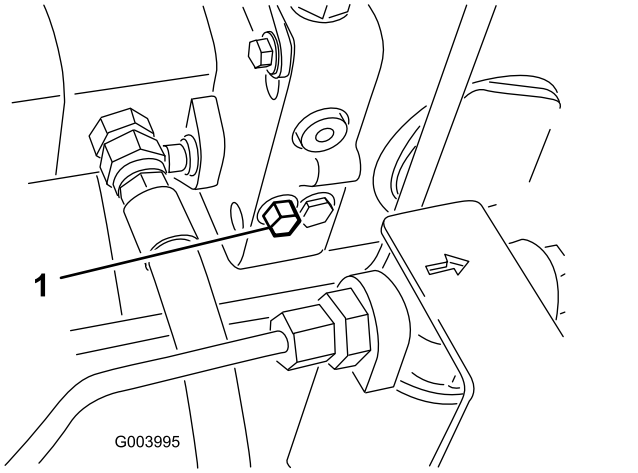

**Figura 26**
1. La valvola di bypass è situata sul lato sinistro dell'idrostato (Figura 26). Ruotate il bullone di 1-1/2 di giro per aprire e consentire il bypass interno dell'olio. Dal momento che il fluido viene bypassato, potete spostare lentamente la macchina senza danneggiare la trasmissione.